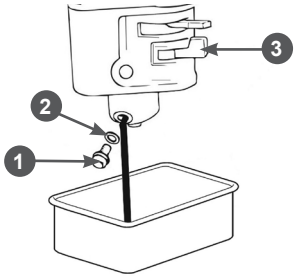

Рис. 22 Обслуживание карбюратора
1. Установите рычаг 3 топливного крана (Рис. 22) в положение «ЗАКРЫТО».
3. Открутите болт 1 сливного отверстия и слейте топливо из поплавковой камеры карбюратора (Рис. 22).